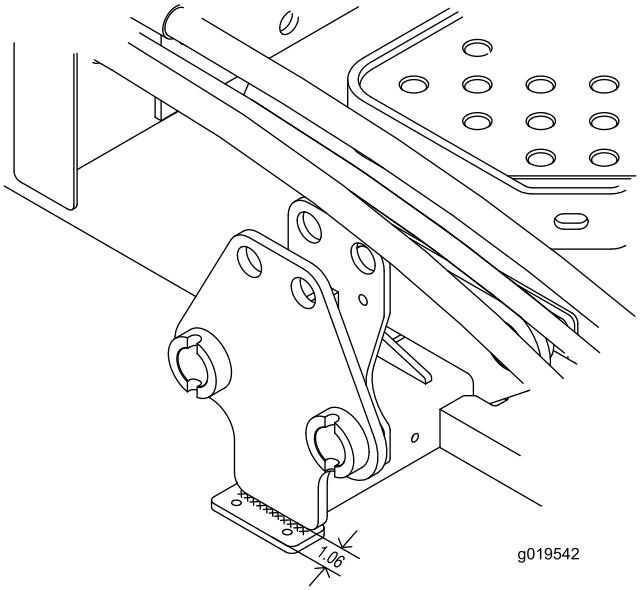

Figura 4
1. Posicione um suporte de pára-choques por debaixo de uma das placas da estrutura de suporte de forma a que a extremidade frontal fique a 2,6 cm da placa e centrada horizontalmente na placa (Figura 4). Certifique-se de que os furos estão posicionados para a frente.
2. Prenda o suporte do pára-choques à placa da estrutura de suporte com um cordão de solda de 0,6 por 6,4 cm (Figura 4).